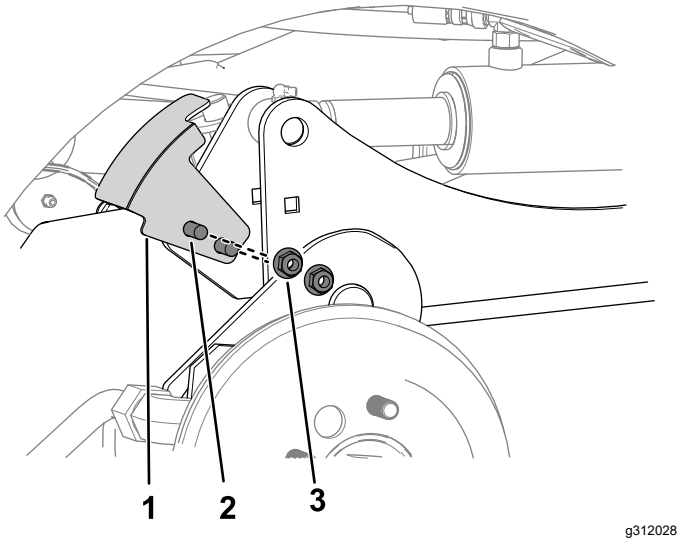

Figur 7
5. Brug 2 bræddebolte og 2 møtrikker (⅜") til at fastgøre sensorbeslaget til den højre løftearm (Figur 7).